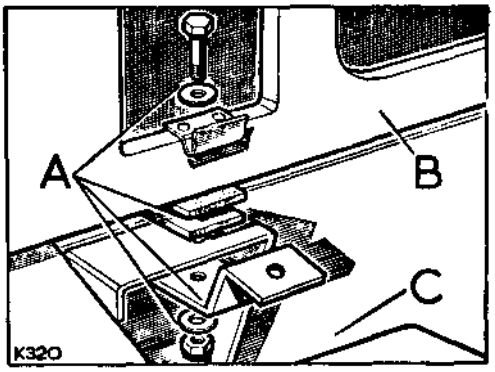

**Fig. Q1-10. Fixings at chassis cross member**
1. Refit the radiator grille and radiator complete on to the vehicle. Fit the fan blades to the fan pulley before engaging the grille panel fixings. See Figs. Q1-10 and Q1-9 for fixing details.